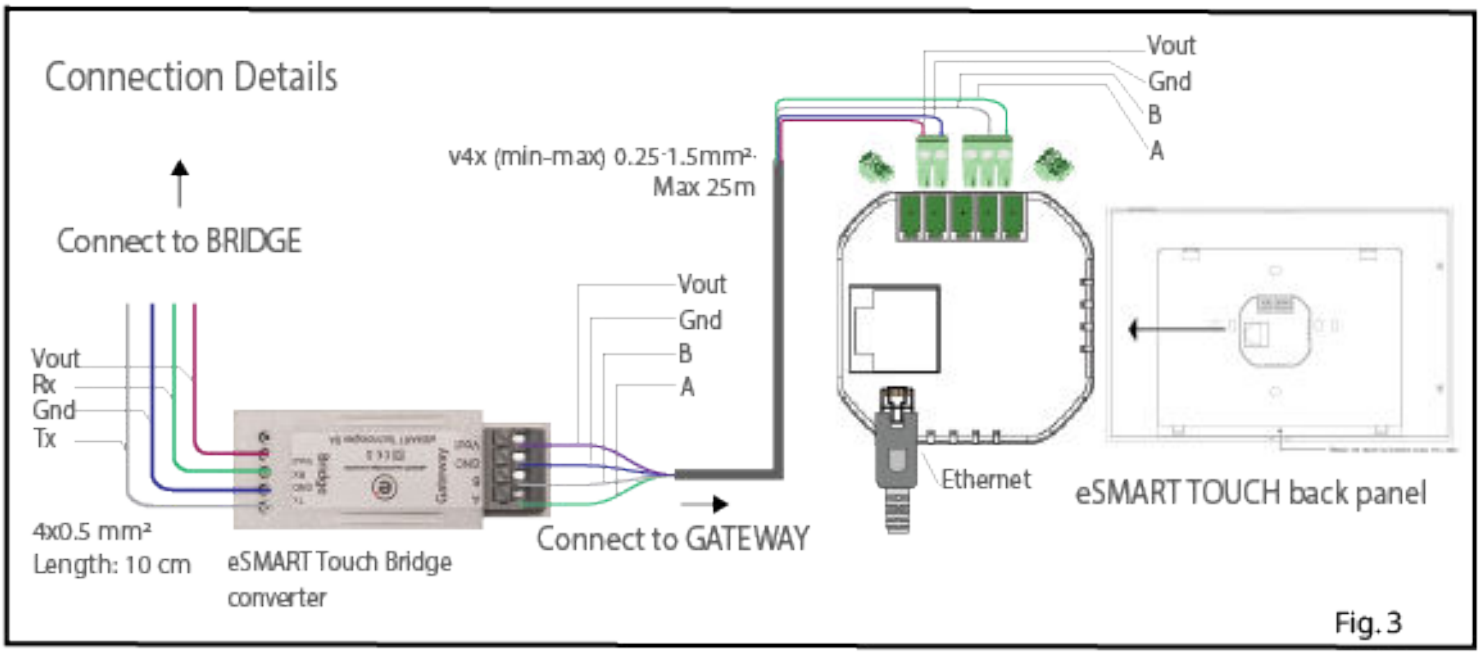

Fig. 3
B) Verbinden Sie die Versorgungsspannung sowie die RX- und TX-Leitungen der UART-Schnittstelle mit dem eSmart-Touch Bridge-Modul (siehe „Connect to Bridge“ in Abb. 3).
C) Verbinden Sie die Versorgungsspannung sowie die RS485-Leitungen mit dem eSmart-Touch Bridge-Modul (siehe „Connect to Gateway“ in Abb. 3)
C) Verbinden Sie die Versorgungsleitungen, die RS485-Kommunikationsleitungen und das Ethernet-Kabel (siehe „Connect to Gateway“ in Abb. 3).
B) Connect the supply and UART's RX and TX lines to the eSmart-Touch Bridge module (see Connect to Bridge in Fig.3)
C) Connect the supply and RS485 lines to the eSmart-Touch Bridge module (see Connect to Gateway in Fig.3).
C) Connect the supply lines, the RS485 com lines and the Ethernet Cable (see Connect to Gateway in Fig.3).